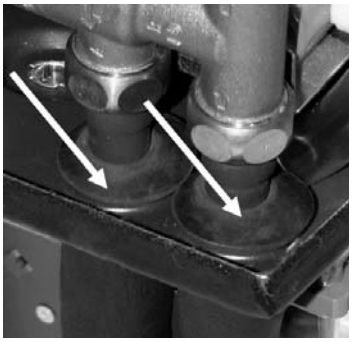

Рис. 43: Сжатие резиновой манжеты трубки на изоляции
- Сожмите резиновую манжету трубки на изоляции *(см. рисунок 43)*.